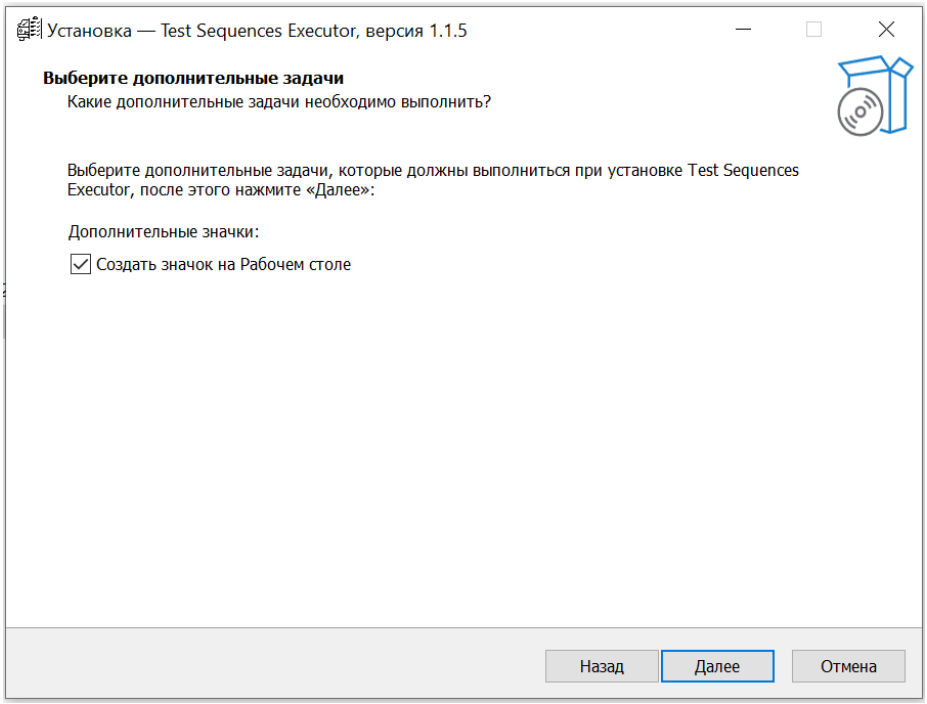

Рисунок 4.3. Окно выбора создания ярлыка на рабочем столе.
1. В окне выбора задач установите или снимите флажок **«Создать значок на рабочем столе»** (Рисунок 4.3).